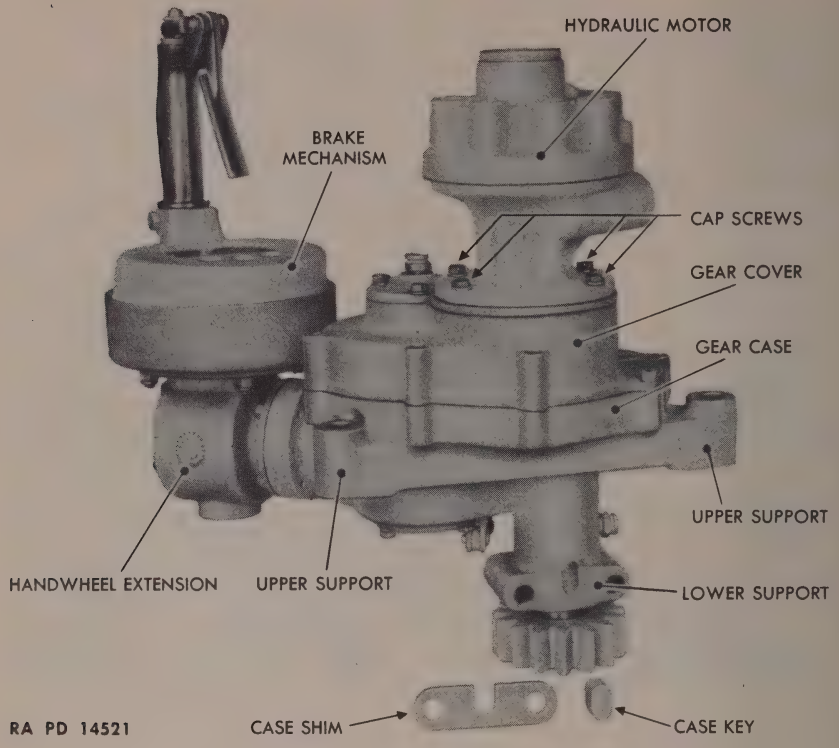

Figure 174—Rear View of Upper Assembly Removed from Tank—Hydraulic Turret Traversing Mechanism
(5) Lift off entire upper assembly. Lift out case shim and take out case key (fig. 174).
(1) REMOVE HYDRAULIC MOTOR FROM GEAR COVER (fig. 174).
(1) Insert the two shorter (2½-in. long) cap screws with lock washers in upper gear case supports. Place spacer over end of each cap screw, lift assembly into position and start the two upper cap screws.
(2) Insert case key in slot (fig. 174) and slip case shim into position. Insert the two longer (3-in. long) cap screws with lock washers through lower case support and shim.